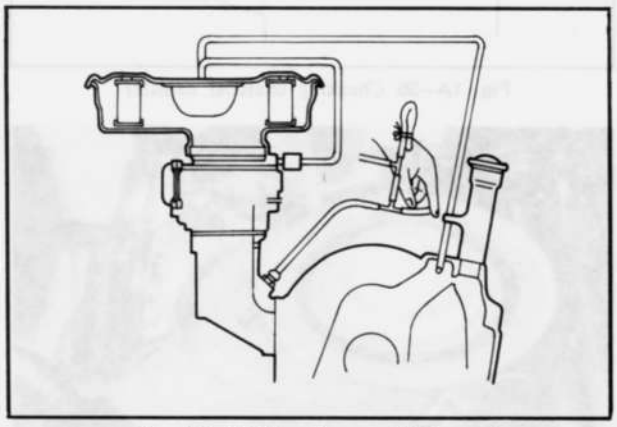

Fig. 1A–33 Checking ventilation valve
3. Hold a finger over the end of the ventilation hose and pinch off the evaporative line hose as shown in Fig. 1A–33. The engine should roughen and engine speed should drop.